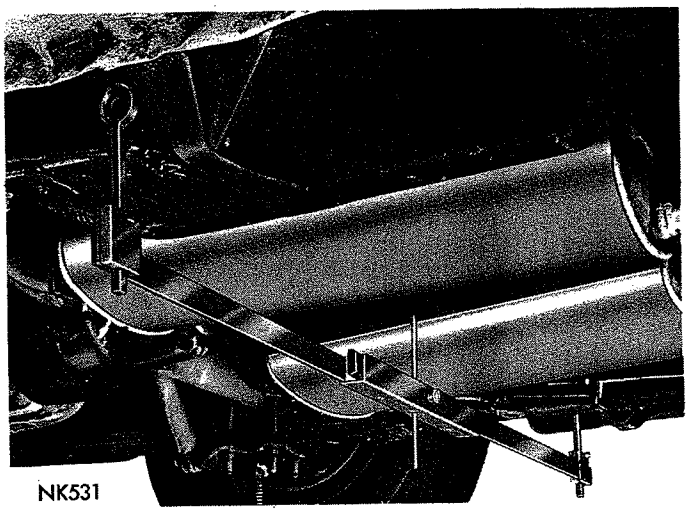

*Fig. 13—No. 3 Gauge in Position*
(3) The rear frame gauge is suspended from the centerline of the rear spring pivot bolt. (The attached rod eye and/or adapter sleeve fits over outboard hex of bolt or nut. (Fig. 13).